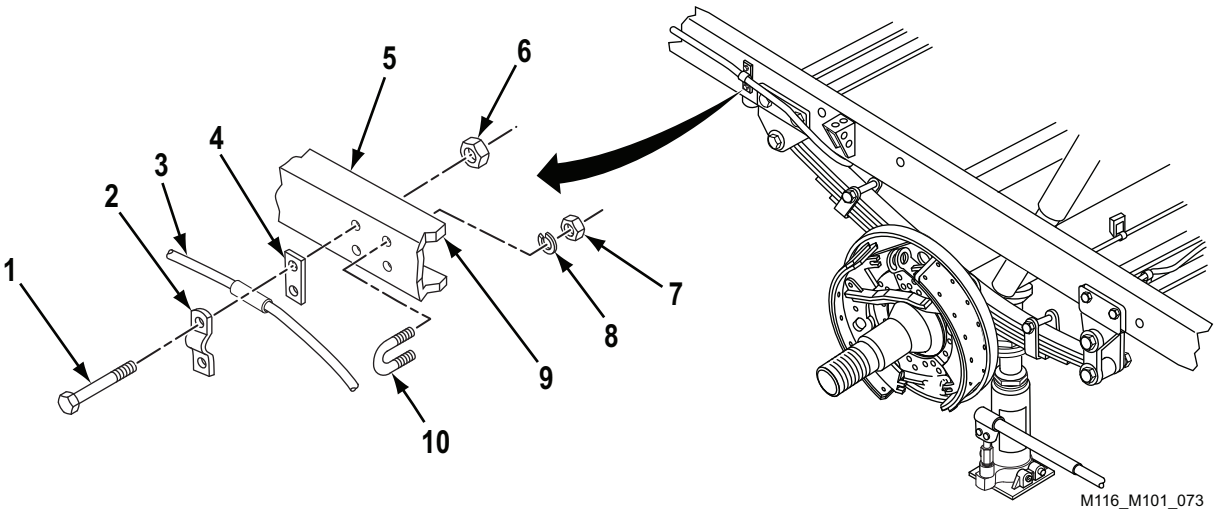

Figure 7. Brake Cable Assembly to Frame Installation.
Four self-locking nuts (WP 0088, Figure 7, Item 1)
Two lockwashers (WP 0088, Figure 7, Item 11)
6. Drill two new 5/16 in (12.7 cm) holes (Figure 7, Item 9) 1 in (2.54 cm) apart and 1 in (2.54 cm) behind existing mounting holes in frame side.
7. Install U-bolt (Figure 7, Item 10), two new lockwashers (Figure 7, Item 8), and nuts (Figure 7, Item 7).
8. Install spacer plate (Figure 7, Item 4), cable assembly (Figure 7, Item 3), and retaining strap (Figure 7, Item 2) on frame (Figure 7, Item 5) with two machine screws (Figure 7, Item 1) and new self-locking nuts (Figure 7, Item 6).